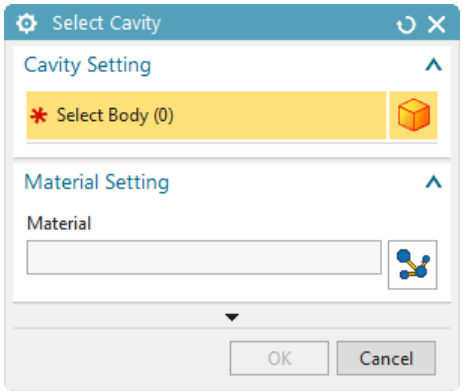

Figure 2-11 *The* ***Select Cavity*** *dialog box*
1. Choose the **Set Cavity** tool from the **Setting** group of the **Easy Fill Advanced** tab in the **Ribbon**; the **Select Cavity** dialog box is displayed, refer to Figure 2-11.